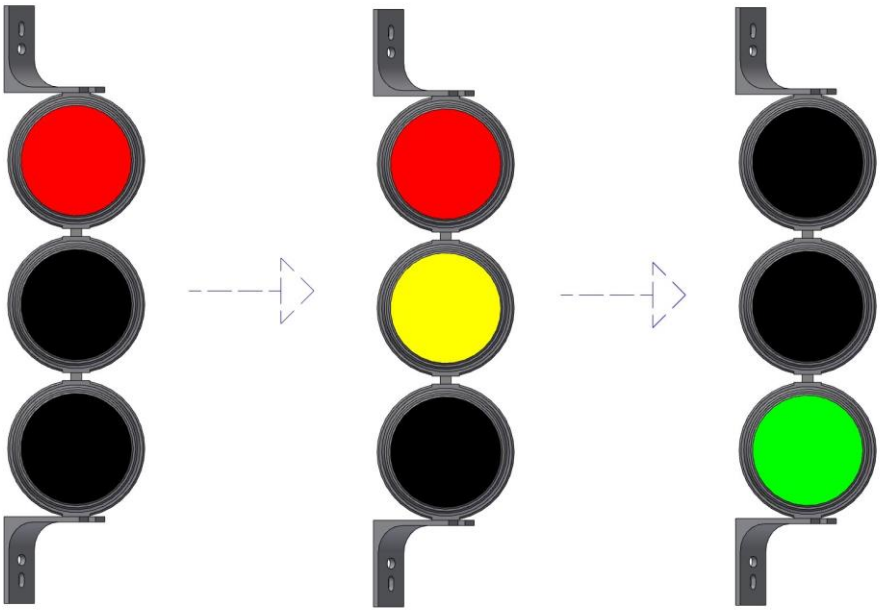

Rysunek 8-5
b. Rozruchu wentylatorów będzie sygnalizowany świecenie **lampy żółtej** i **czerwonej** na sygnalizatorze – patrz **Rysunek 8-5 poniżej**.
c. Po przejściu układów rozruchowych obu wentylatorów w pracę z gwiazdy w trójkąt, **lampy żółta** i czerwona na sygnalizatorze zgasną a zaświeci się **lampa zielona** – patrz **Rysunek 8-5 poniżej**.